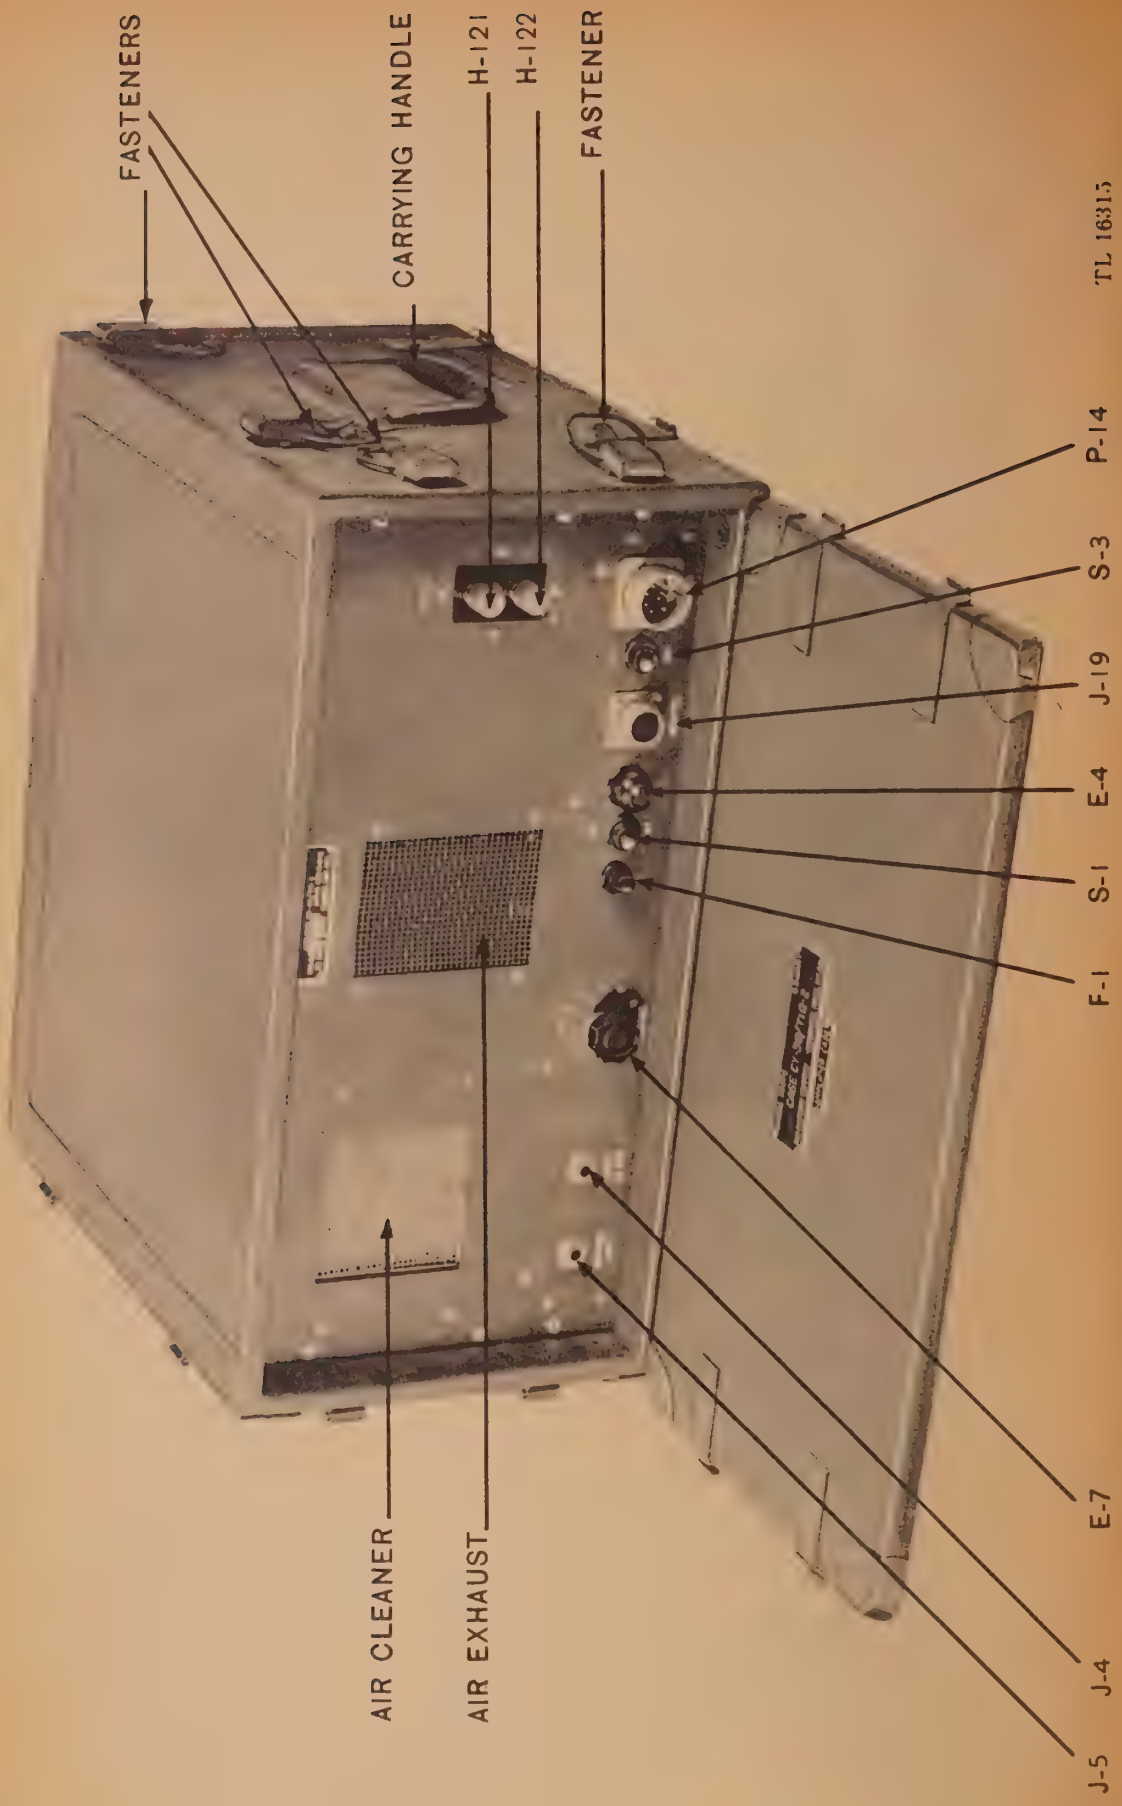

Figure 3. Amplifier AM–34/TIQ–3 and Case CY–38/TIQ–2.
b. Amplifier AM–34/TIQ–3 (fig. 3). The amplifier unit is fastened by six screws in a Case CY–38/TIQ–2 marked AMPLIFIER. This case is identical with the case containing the control unit (subpar. a above) except for the marking. All control knobs, switches, power, input, and output connectors necessary to the operation of the amplifier are mounted on the front panel. This unit amplifies the output voltage of the control unit. The output of the amplifier is connected back to the control unit for distribution. The tubes in the amplifier unit are cooled by an electrical blower unit. The circuit of the amplifier is described on a label mounted on the inside of the base plate of the amplifier unit.
b. Remove the front cover from Case CY–38/TIQ–2 marked AMPLIFIER by loosening the four catch fasteners securing this cover, and set up the case in the location selected (fig. 3).